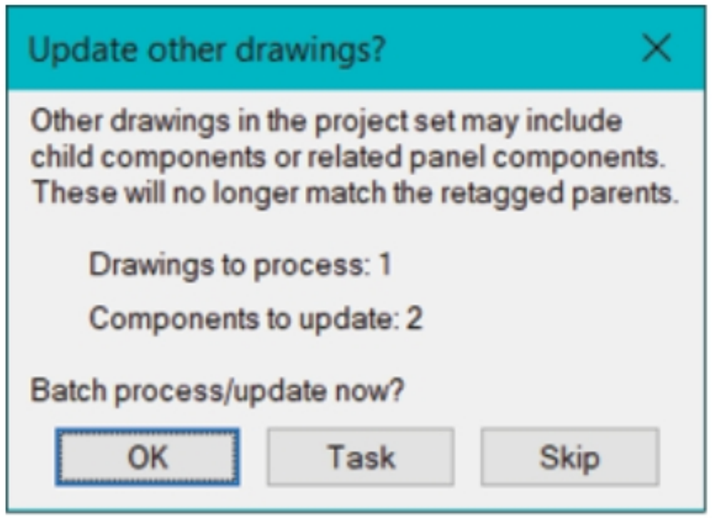

Figure-60. Update other drawings dialog box
- Select desired components to be updated and press **ENTER**. If there are any updates required then **Update other drawings** dialog box will be displayed; refer to Figure-60.